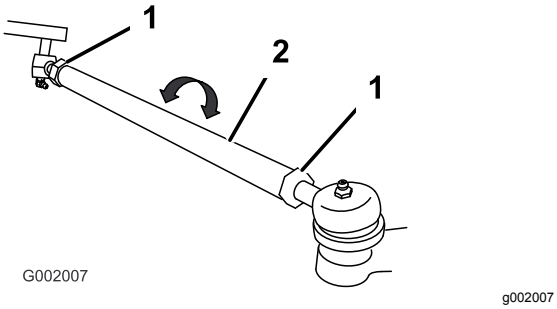

Figur 51
5. Hvis målene ikke faller innenfor det spesifiserte området, løsne låsemutteren i begge ender av parallellstagene (Figur 51).